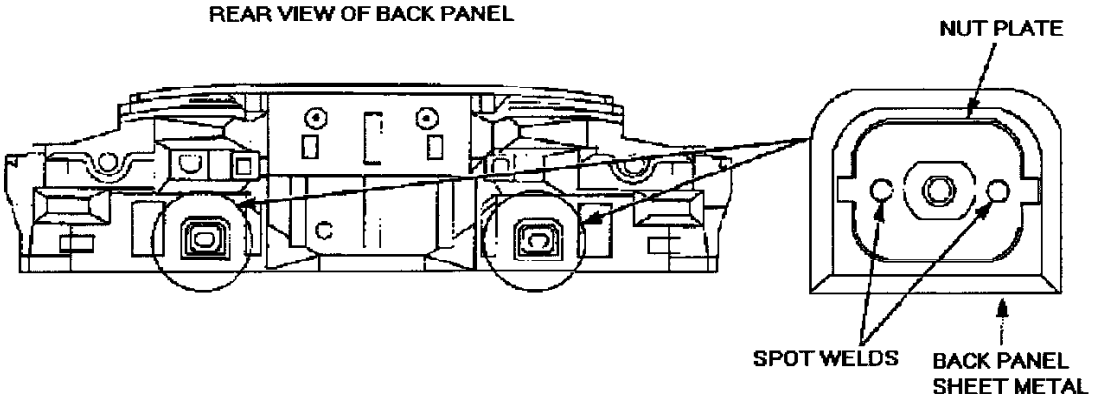

Figure 1
2. Locate the Child Restraint Tether anchor nut plate(s). (Refer to Figure 1)
b. From the outside of the vehicle drill out the two (2) spot welds on the nut plate(s), in which the improper bolt was installed, with an 8 mm (5/16 inch) diameter drill to remove the welded-in nut plate.